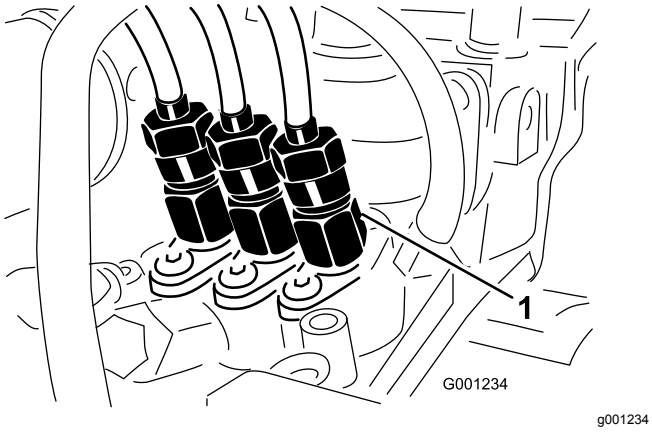

Figuur 50
1. Maak de leidingmoer van verstuiver nr. 1 los op de injectiepomp (Figuur 50).